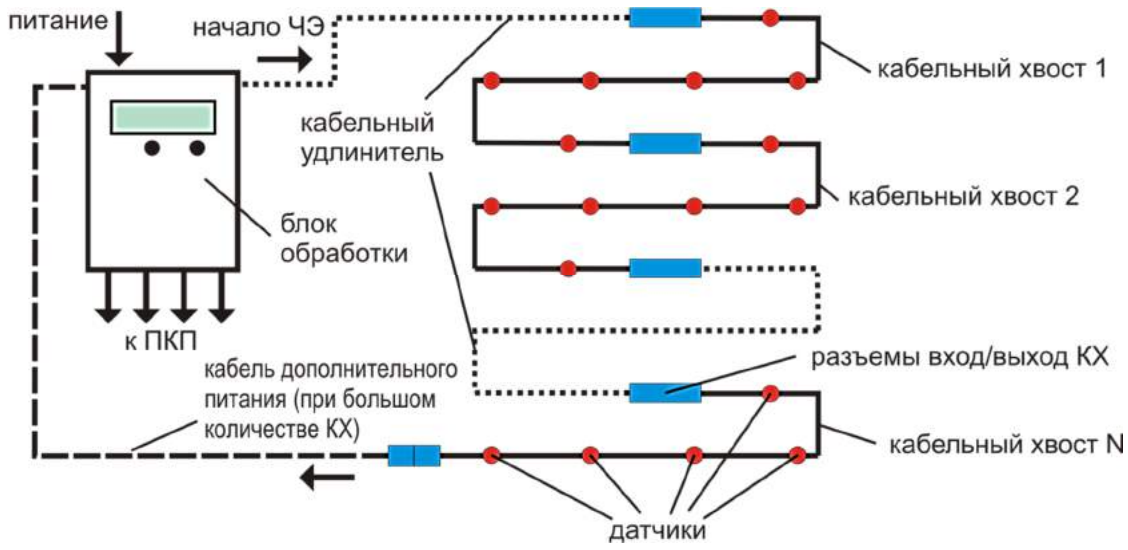

Рис. 11. Соединения составных частей извещателя.
2.2.5. Собранный ЧЭ подключается первой розеткой в вилку блока обработки на правой стенке блока обработки (рис.11), для чего с разъёма блока обработки нужно снять защитную заглушку.